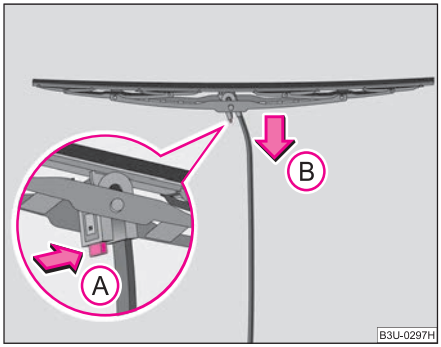

Fig. 51 Wiper blade for the windscreen wiper
– Fold windscreen wiper arm out from the windscreen and position the wiper blade at right angles to the wiper arm ⇒ fig. 51.
– Press the securing spring in the direction of arrow (A) and press the wiper blade to the windscreen at the same time in the direction of arrow (B) ⇒ ⚠.